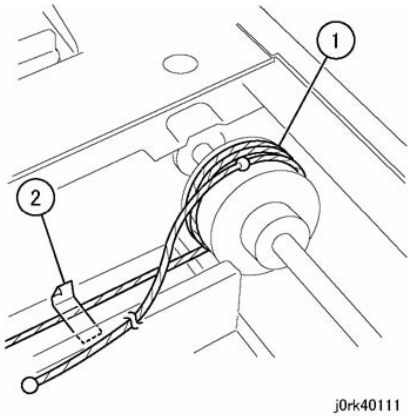

Figure 7 Winding Carriage Cable
2. Wind the Carriage Cable at the spring end around the pulley for 2.5 rounds. (Figure 7)